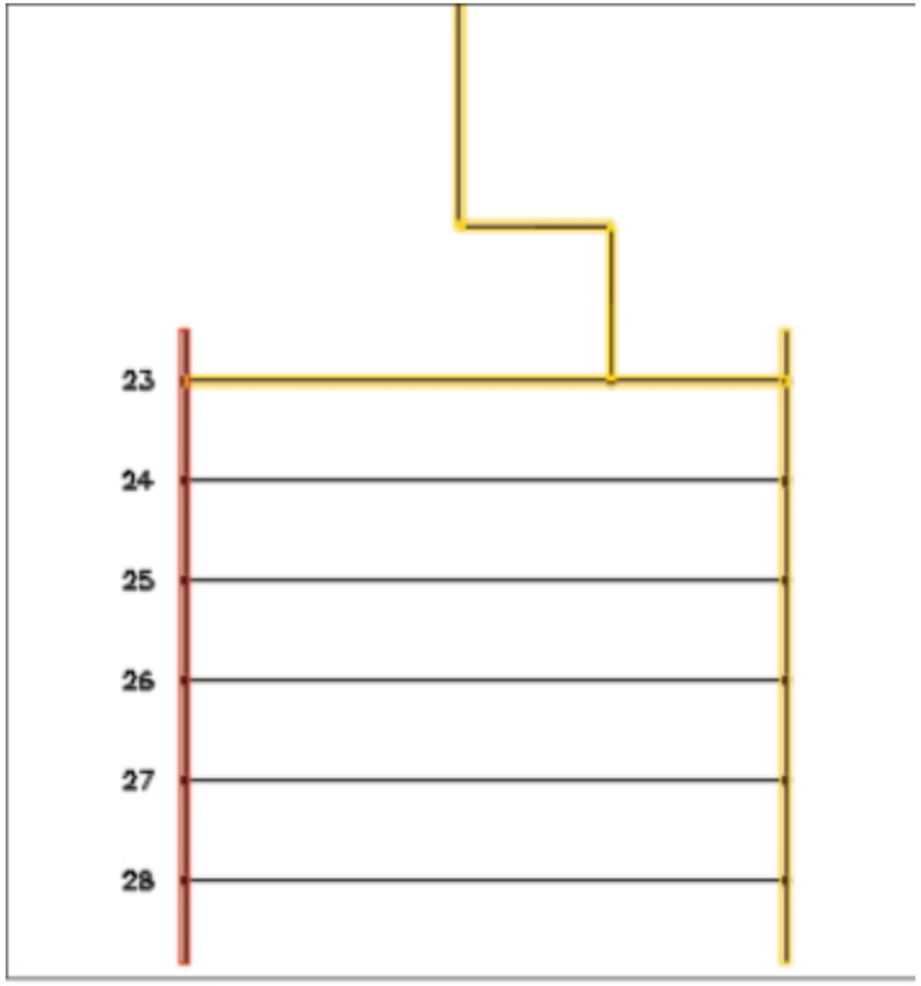

Figure-83. Wire highlighted
- Press the **SPACEBAR** to highlight the connected wire. Keep on pressing the **SPACEBAR** from keyboard and the next connected wire will be highlighted; refer to Figure-83.